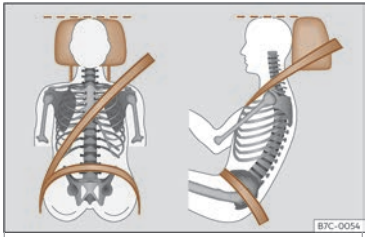

Fig. 3 Banda del cinturó i reposacaps ajustats correctament.
- Ajusteu el reposacaps de manera que la vora superior quedi, en la mesura del possible, a l'altura de la part superior del cap, i mai per sota dels ulls. Mantingueu el clatell el més a prop possible del reposacaps››› **fig. 3**.